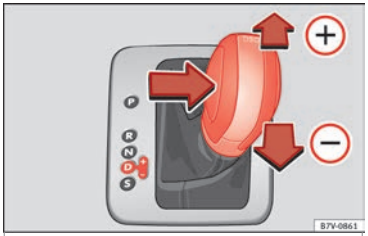

Bild 203 Väljarspaken i Tiptronic-läget (fordon för vänstertrafik). Utförandet i fordon för högertrafik är symmetriskt spegelvänt.
- För spaken framåt ⊕ eller bakåt ⊖ för att växla upp eller ned en växel **»» bild 203**.